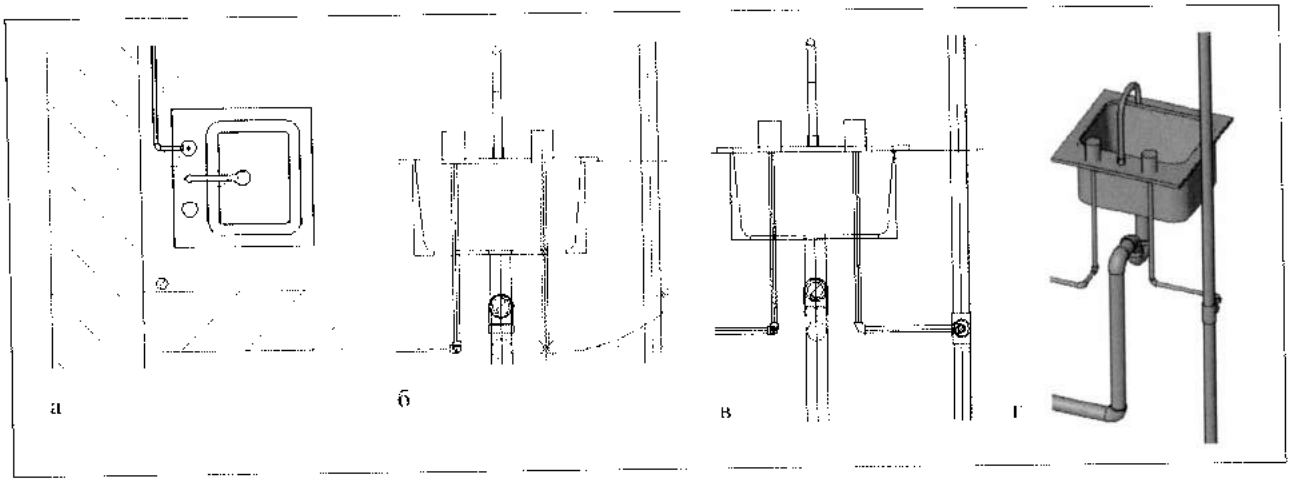

Рис. 40.36. *Создание системы горячей воды*
14. Создать систему горячей воды (рис. 40.36).